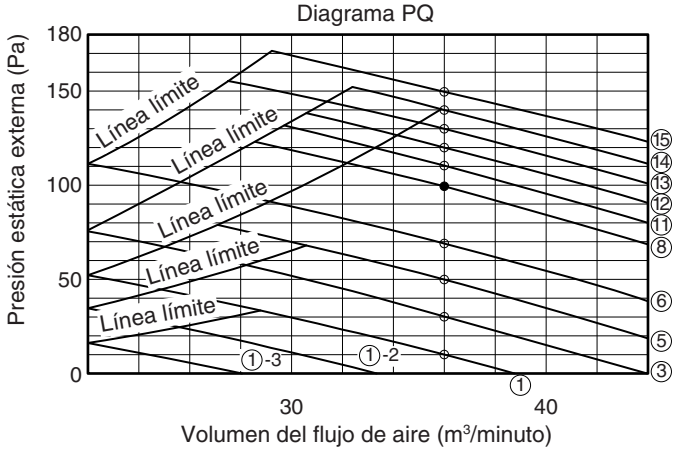

Fig. 8-2
(2) El control de operación se completará en aproximadamente tres minutos si el ajuste se ha realizado correctamente. Los ajustes se modificarán si están fuera del margen de uso (máximo 30 minutos). Si no se lo finaliza en menos de 31 minutos, controle si la velocidad del aire está ajustada o no en “H”.
(3) Diríjase a la Tabla 8-2 y la Fig. 8-2 para detalles sobre la relación entre el valor del código del elemento “b0” y la presión estática exterior.
(4) Cuando se ajusta en el control de grupo (conectando varias unidades interiores con un mando a distancia alámbrico), ajuste el código “b0” para cada unidad interior.
- **Asegúrese de controlar que la presión estática exterior se encuentre dentro del margen para el uso y luego realice el ajuste. No cumplir con esto podría resultar en un flujo de aire insuficiente o pérdidas de agua. Consulte la fig. 8-2 para el margen de ajuste de la presión estática exterior.**
3. Cortocircuite la clavija de corto circuito adecuada según la que esté conectada (Fig. 8-2).
Diríjase a la tabla 8-2 y Fig. 8-2 y seleccione un valor entre "0001" y "0015".